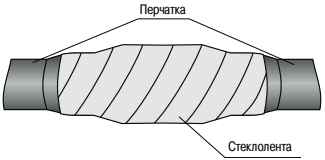

Рисунок 16
4.30 Выполнить стягивающую намотку стеклолентой с 50 %-ным перекрытием на соединение кабелей, закрыв полностью пластины уплотняющего состава, при одновременном сжатии жил друг с другом (рисунок 16).